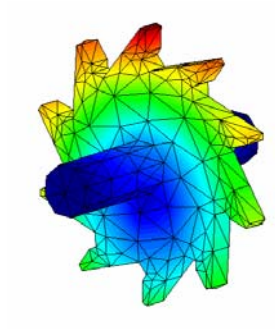

Figure 20. Displacement results
8. Select **View results→Displacements→|Displacements|** (see Figure 20).